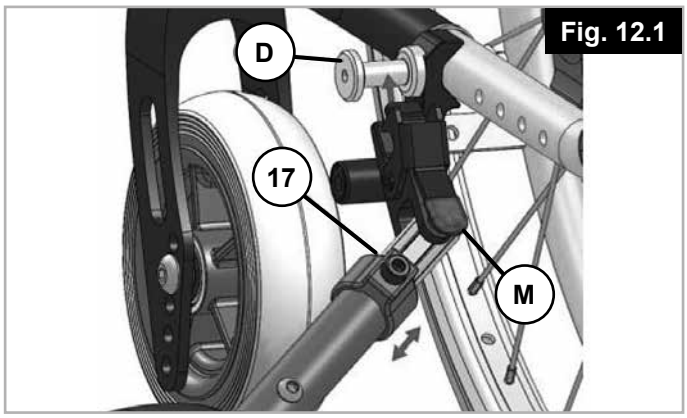

Fig. 12.1
Ouvrez les pinces en appuyant sur le bouton rouge (M) de chaque côté et dégagez le dispositif de propulsion du fauteuil (Fig. 12.1).